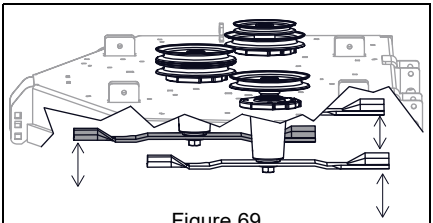

Figure 69
5. Measure the distance between the ground and the cutting edge of the left and right blades. If the measurements are not within 4.7 mm (3/16") of each other, level the deck. See *Level Mower Deck* on page 42. See Figure 69.